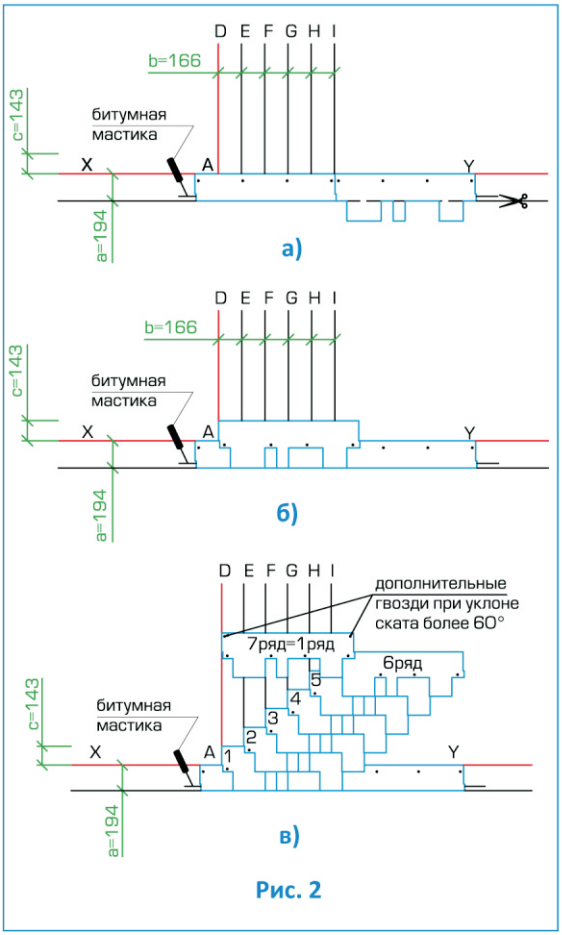

Рис. 2
Укладка материала (рис. 2)
- Начальный ряд формируется из листов черепицы ФУТУРО с обрезанными лепестками. Полученные таким образом полосы шириной 19,4 см укладываются по линии карниза в обе стороны от линии I (рис. 2а) и фиксируются по нижнему краю битумной мастикой, а по верхней кромке 4 гвоздями (ось гвоздей на 5 см ниже верхнего края полосы);
- далее первый ряд черепицы укладывается от линии AD (рис. 2б);
- второй ряд укладывается от линии E (со смещением 16,6 см от AD) (рис. 2в);
Каждый лист гибкой черепицы ФУТУРО крепится 4 гвоздями таким образом, чтобы гвоздь прошивал и верхний край низлежащего листа черепицы (рис. 2в).